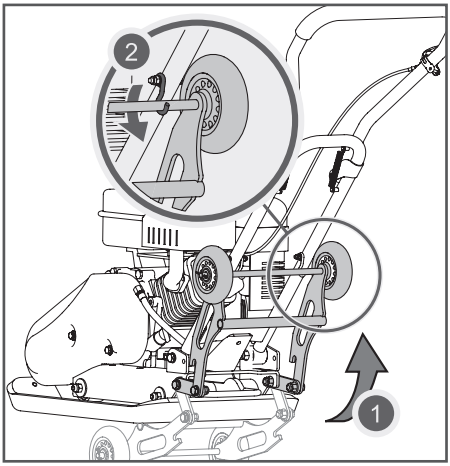

Рис. 7 Установка транспортировочной тележки в нерабочее положение
2. Установите транспортировочную тележку в нерабочее положение. Поднимите её вверх (шаг 1 на Рис. 7) и зацепите за крючки (шаг 2 на Рис. 7).